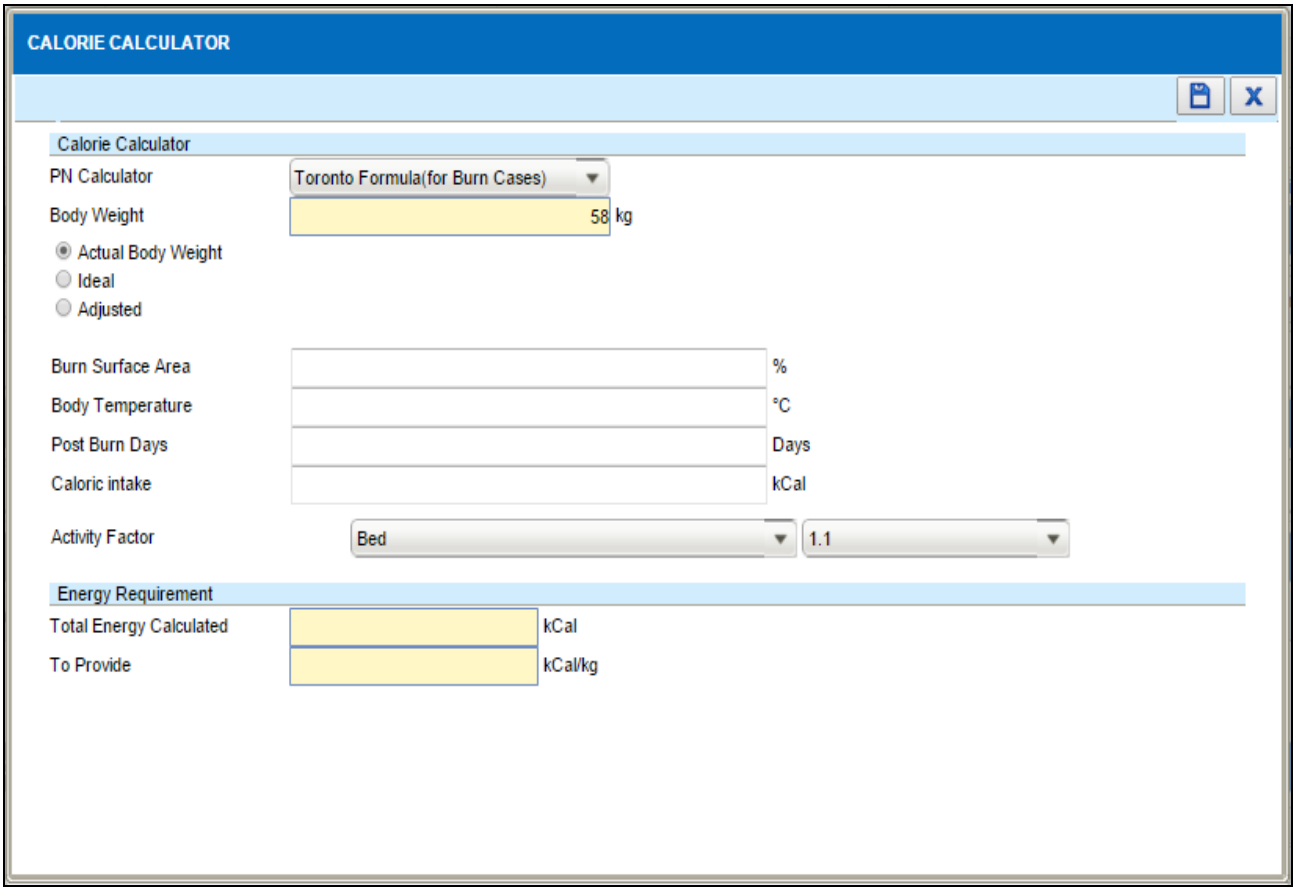

Figure 4.2-10 Calorie Calculator
- *'Total Energy Calculated' and 'To Provide (kCal/kg)' will be automatically calculated after selected the 'Activity Factor' as per Figure 4.2-10.*